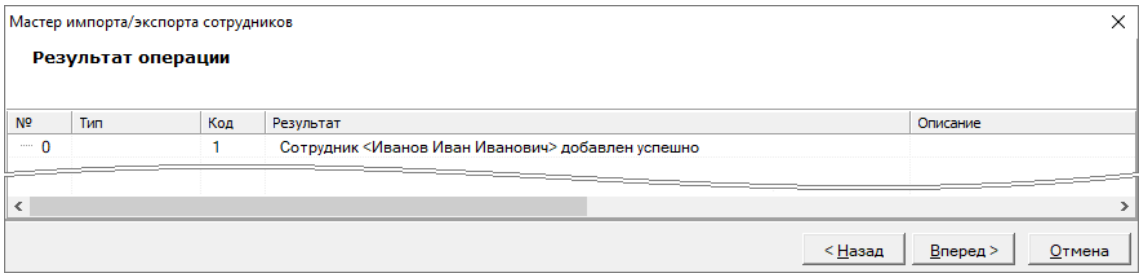

Рисунок 15-62 Отчет о результатах импорта
12) В шаге «Результат операции импорта» (см. п. 15.4.5) просмотреть отчет о результатах импорта, в примере – добавление сотрудника (см. Рисунок 15-62);